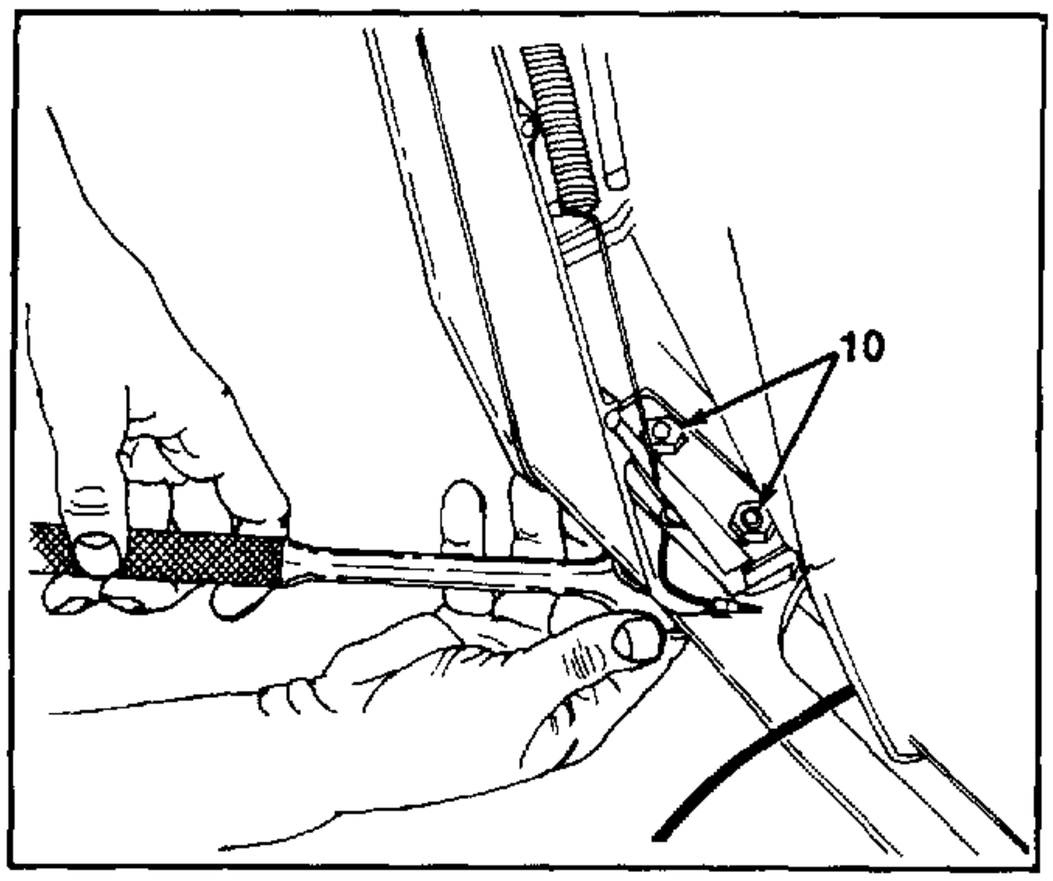

FIGURE 9.
9. Remove four hex bolts and lock washers securing the grille and hood to the front chassis. See figure 9. Use a ½" socket wrench, going up through the access holes in the chassis.